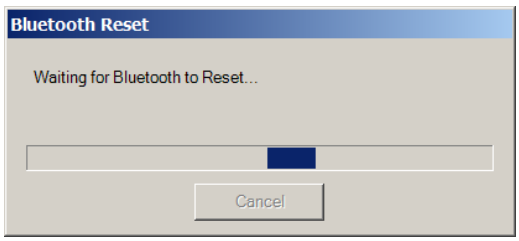

Figure 4-39 Bluetooth Reset Status Screen
3. Select "OK". TapTalk will send the "reset" command to the control and display a "Waiting for Bluetooth to Reset" status screen (Figure 4-39).